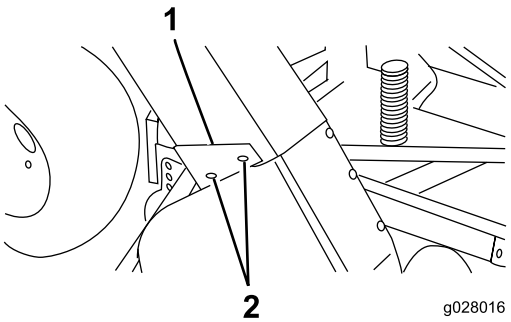

**Figura 19**
4. Deslice el conducto sobre la abertura del soplador y en los pernos de montaje (Figura 19).